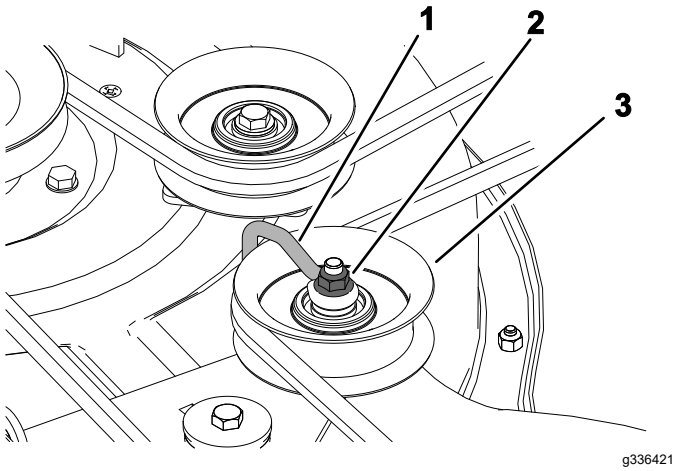

Figur 56
6. For skjolde med 3 skæreknive skal du løsne den møtrik, der fastgør trådformen til styreremskiven (Figur 56).
Bemærk: Placer trådformen mod styrearmen som vist på Figur 56.